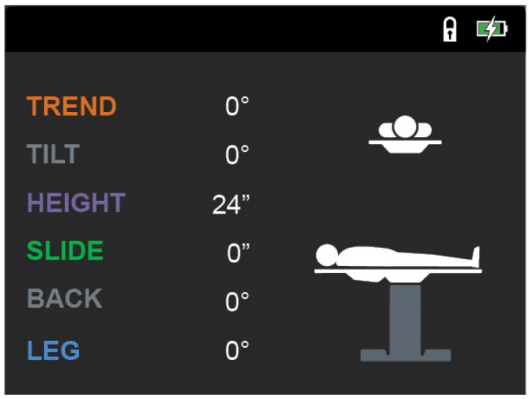

Figura 4-8. Pantalla predeterminada del control manual
4. Después de que el control manual se encienda por completo, la pantalla cambia a la pantalla predeterminada en donde se muestra el texto y el gráfico animado de la mesa que representa el estado de la mesa (consulte *Figura 4-8*).